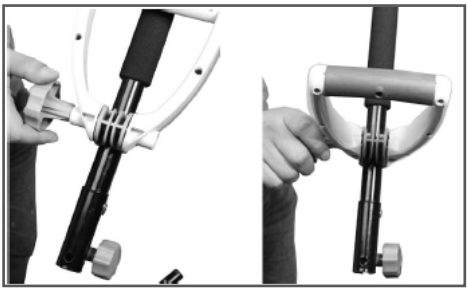

Рис. 5 Установка рабочей рукоятки
4. Установите в рабочее положение и закрепите гайкой рабочую рукоятку (Рис. 5).